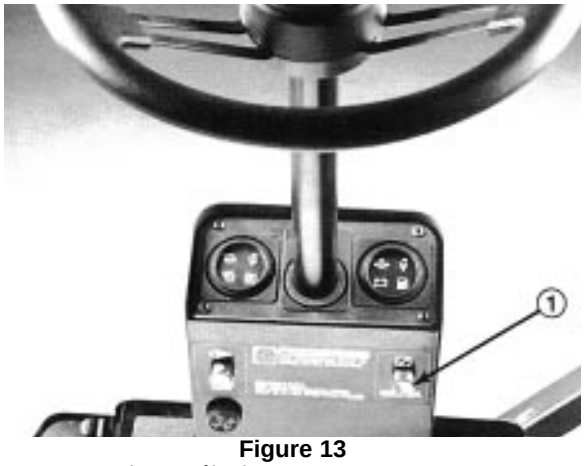

Figure 13
1. Serrer le frein de parking, tourner la clé de contact en position ON. Appuyer sur le bouton de contrôle des voyants (Fig. 13). Tous les voyants doivent s'allumer et l'alarme doit être entendue.